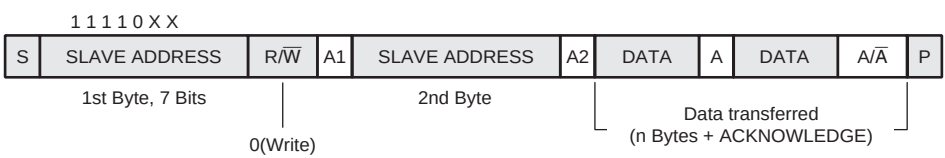

**Figure 26.6 10-Bit Address Data Transmit Format**
Figure 26.6 shows the data transmit format. The set value in the master address register is output in one byte following the first START condition (S). The value set in the transmit data register (TXD) is transmitted as a slave address in the second byte. Data on and after the third byte is transferred in the same way as the 7-bit address data.